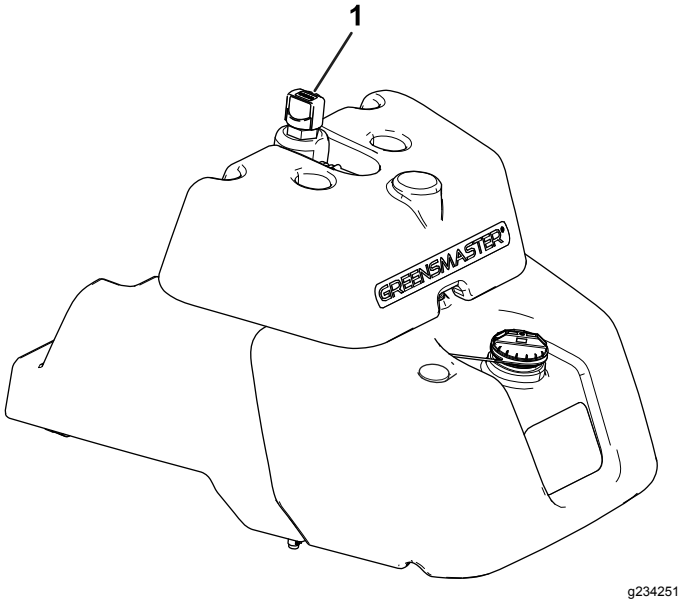

Figur 43
- Hvis tanken ikke har et sigtglas, skal du finde målepinden på toppen af hovedhydrauliktanken (Figur 43) og forsætte til trin 3.